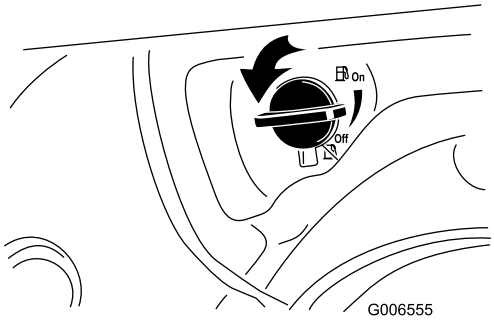

**Figure 25**
2. Turn the fuel shutoff valve 1/4 turn counterclockwise to open it (Figure 25).